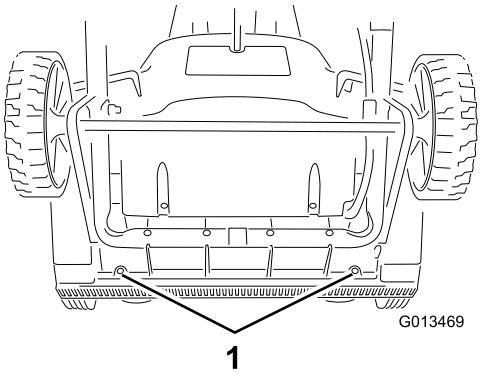

Figur 14
1. Fjern skruen fra hver sideplade, der holder skraberen (Figur 13) og 2 skruer under maskinen (Figur 14), der fastgør skraberen til maskinen.